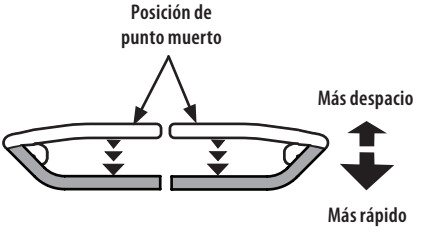

Fig. 24
1. Mueva las dos palancas de control de la transmisión de barras de seguridad lenta y uniformemente hacia atrás. El tractor comenzará a moverse hacia atrás (Fig. 24).